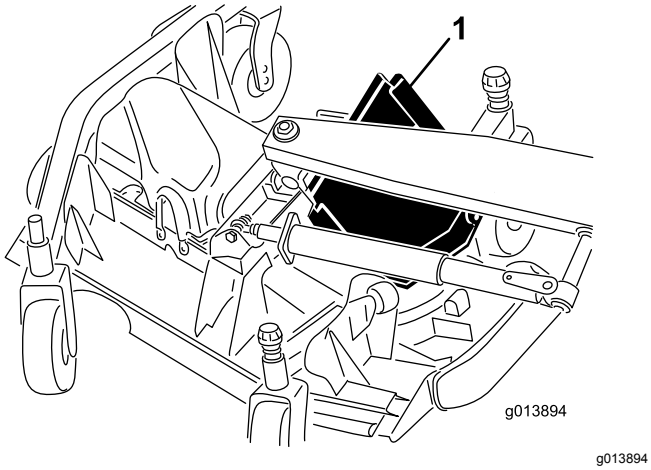

Figur 68
6. Løft den fremre kanten og før den mellom løftearmen og valsen for å fjerne den (Figur 68).